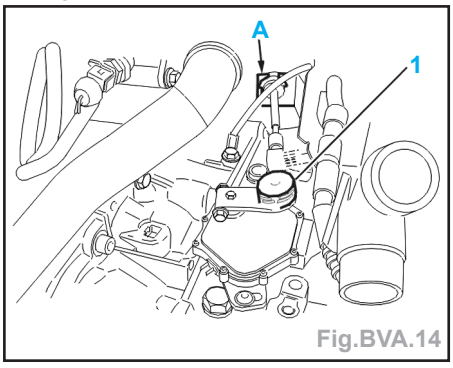

Fig.BVA.14
- Déposer (Fig.BVA.14) :
- la rotule (1),